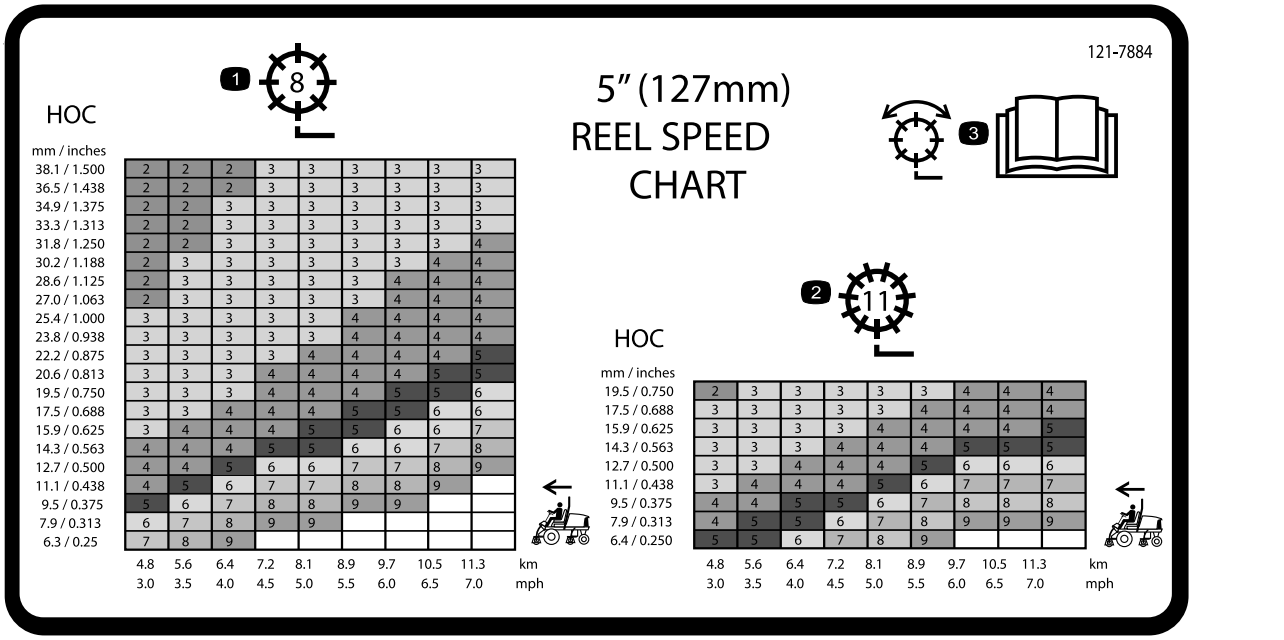

Figur 33
3. Bestäm korrekt hastighet för cylindrarna genom att använda kurvan på dekalen med tabellen över cylinderhastighet (Figur 33).